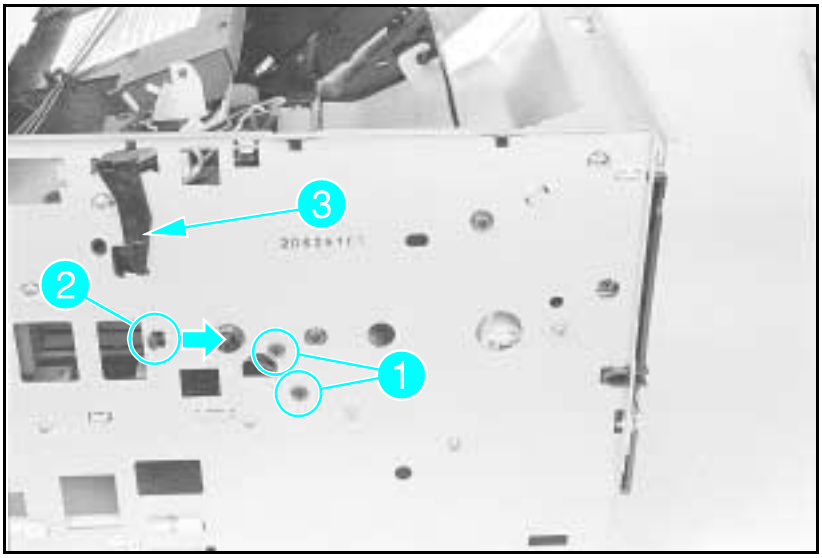

Figure 6-55 Left Toner Cartridge Guide Plate Screw
5 From the left side of the printer, remove the (1) or (2) black, self-tapping screw(s) that holds the Left Toner Cartridge Guide Plate (see Figure 6-55, callout *1*).
6 Release the guide plate latch (see Figure 6-55, callout *2*).
7 Remove the Laser Shutter Pivot Pin from its seat in the Left Toner Cartridge Guide Plate (see Figure 6-55, callout *3*).